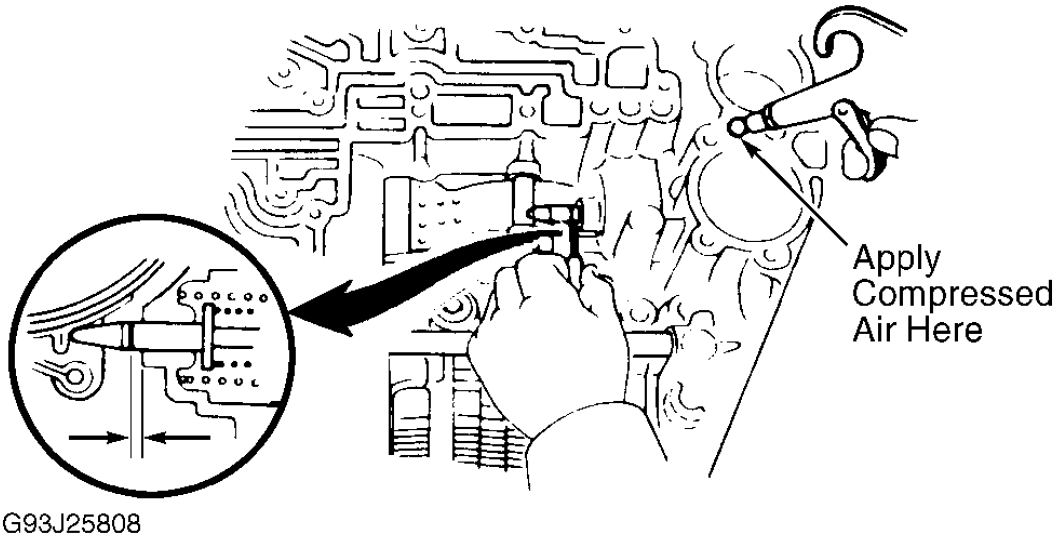

Fig. 12: Checking Operation & Removing 2nd Coast Brake
8. Mark 2nd coast brake servo apply piston rod where it meets case. Apply 57-114 psi (4-8 kg/cm^2) of air pressure to apply hole and measure piston rod travel (stroke). See **Fig. 12** . Piston rod travel should be .079-.138" (2.0-3.5 mm). If rod travel is not within specification, further inspect band during disassembly.
9. Remove 2nd coast brake piston cover snap ring. Apply air to oil hole and remove cover and piston assembly. See **Fig. 12** . Remove oil pump bolts. Using appropriate puller, remove oil pump.